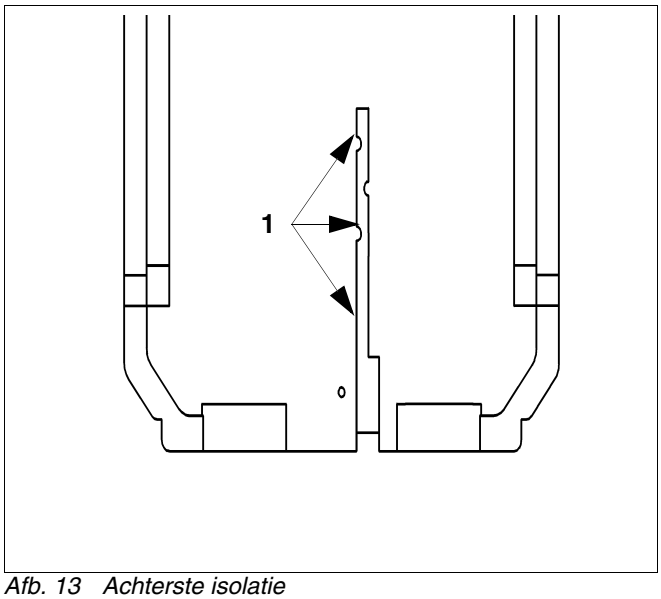

Afb. 13 Achterste isolatie
- Leg de elektrische leidingen in de kabeldoorvoer (afb. 13, **pos. 1**) van de achterste isolatie en leid ze weg langs de achterzijde.